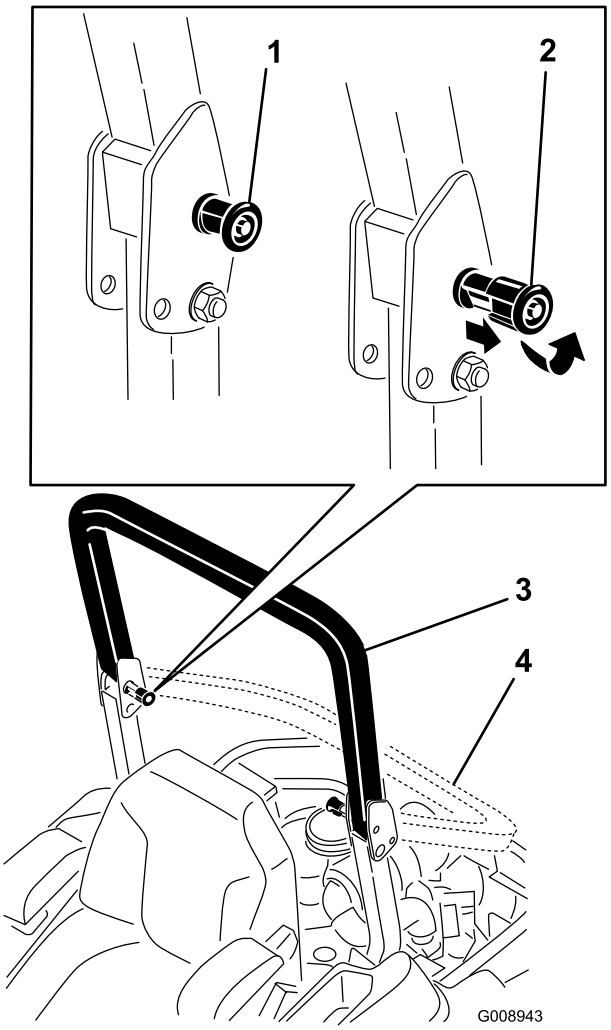

Figur 8
2. Dra ut begge knottene og vri dem 90°, slik at de ikke låser (Figur 8).
3. Senk veltebøylen til nedre stilling (Figur 8).
4. Hvis du vil sette opp veltebøylen kan du dra opp veltebøylen til bruksstillingen og vri på knottene slik at de går delvis inn i rillene (Figur 8).
5. Dra veltebøylen helt opp mens du skyver på den øvre veltebøylen. Da vil pinnene gå i lås når hullene stemmer overens med pinnene (Figur 8). Skyv på veltebøylen og kontroller at begge pinnene sitter godt.